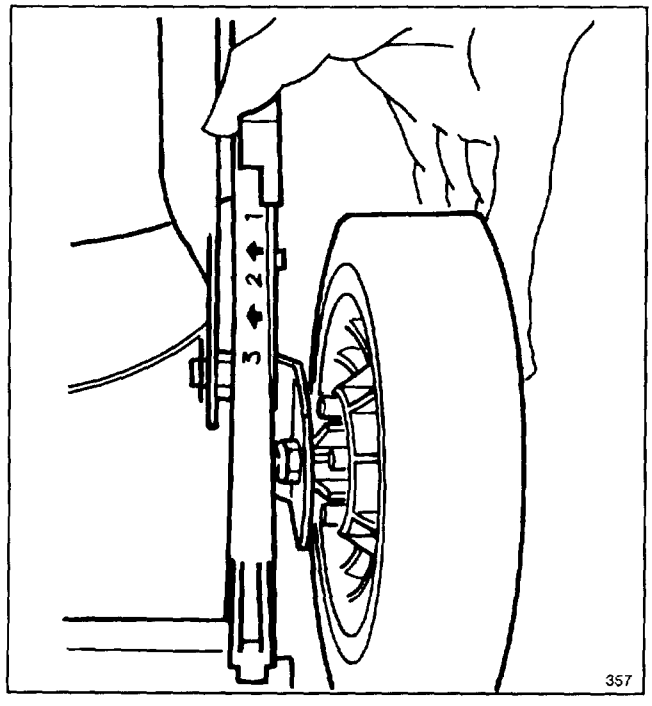

Figure 11
2. For easier adjustment, lift housing up so wheel is off ground. **Do not put fingers under housing when lifting.** Squeeze adjusting lever toward wheel (Fig. 11) and move it to the desired setting. Ensure pin on adjusting lever engages notch in housing. Adjust all wheels to the same height.